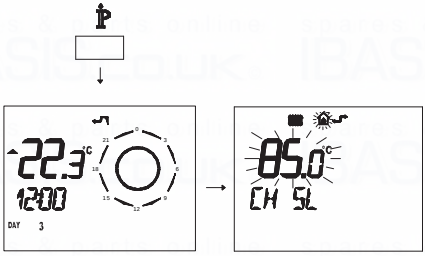

Fig. 7.31
- Press button P for more than 3 seconds to enter in INFO mode (Fig. 7.31).